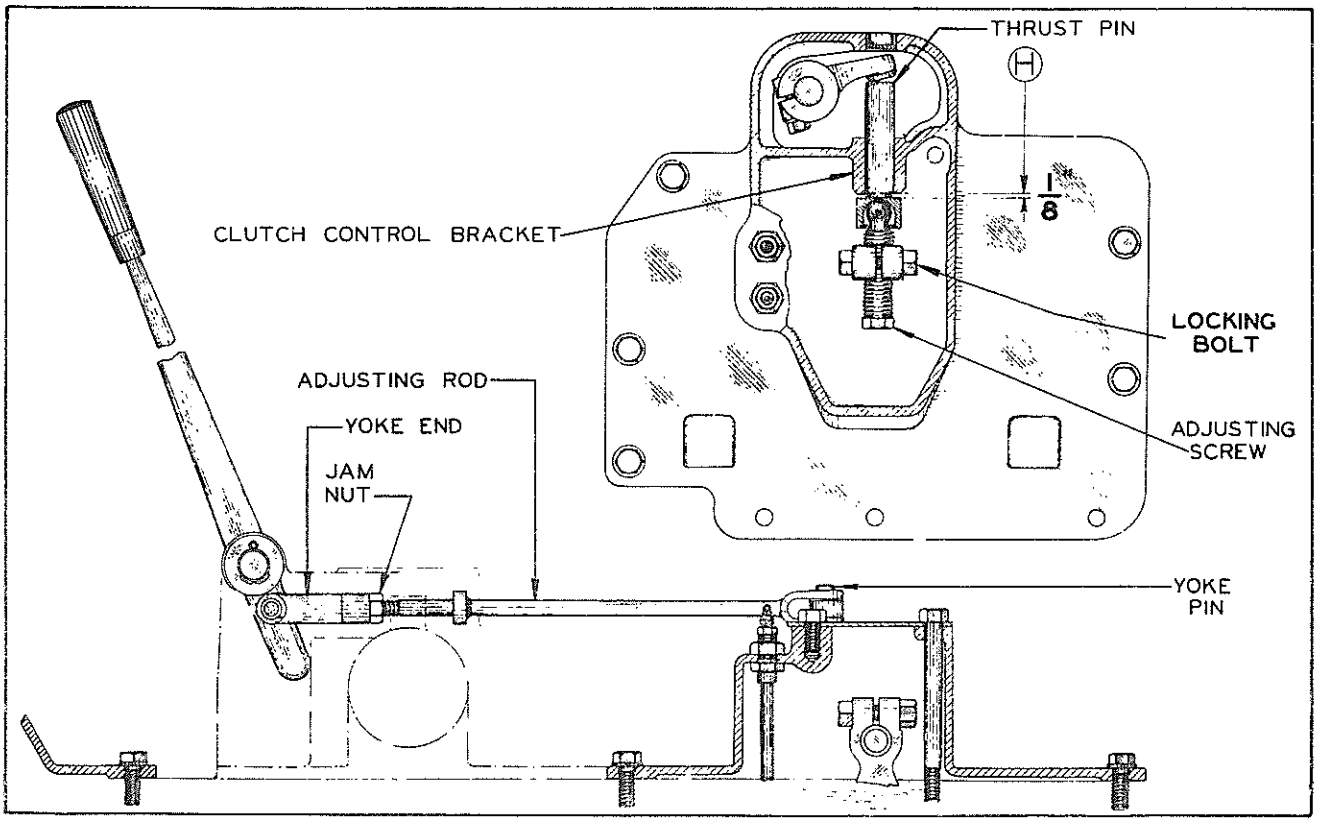

FIG. 2
2. Remove the steering clutch inspection cover. The clearance at "H", figure 2, should be 1/8" with steering clutch lever in extreme forward position. To make this adjustment, remove the yoke pin, loosen the jam nut and turn adjusting rod in the direction necessary to bring this measurement. Tighten the jam nut.